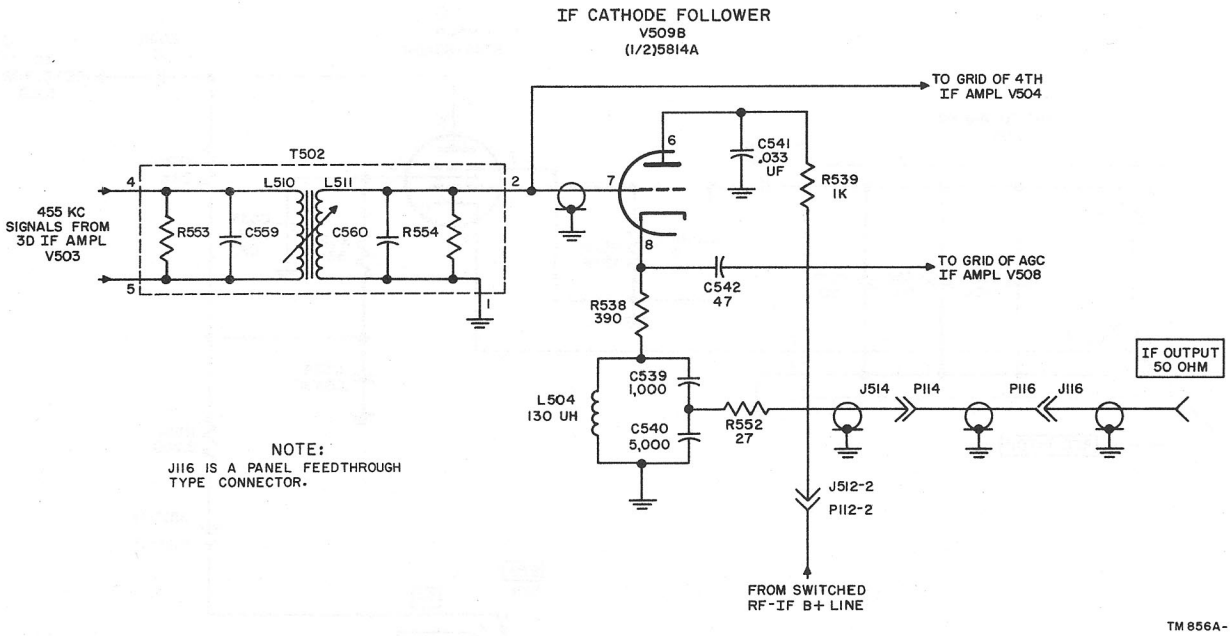

Figure 37. If cathode follower V509B, schematic diagram.
c. Adjustment of if transformers T501, T502, and T503 is normally not included in the if amplifier alignment procedure. They are initially tuned during receiver assembly, and should require no subsequent adjustment. The bandwidth of these transformers is sufficiently wide to have negligible effect within the band pass of even the 16-kc mechanical filter. Their most important function is that of providing attenuation to if signals more than 8 kc removed from 455 kc. This is done to attenuate spurious responses of the mechanical filters. Refer to paragraph 64*e* for an explanation of mechanical filter spurious response. Neutralizing capacitor C525 is adjusted to cancel beat-frequency oscillator signals that might feed back from detector V506B through V504. The secondary winding of T502 also feeds 455-kc signals to the if cathode follower V509B, which supplies 50-ohm, 455-kc signals to external circuits (par. 69, fig. 37). The output signal developed across the secondary winding of T503 is connected to detector V506B and part of the detector DIODE LOAD circuit which contains L502. Capacitor C530 bypasses if signals to ground.
(fig. 37)